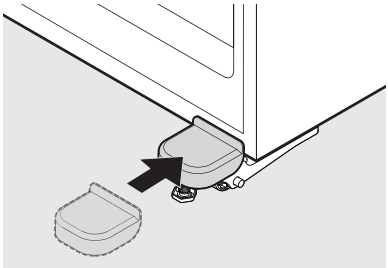

Figura 8
18. Vuelva a instalar la cubierta de la bisagra doblando con cuidado las lengüetas de la cubierta hacia fuera, mientras desliza la cubierta sobre la bisagra hasta que enganche en su lugar con un chasquido (vea la figura 8).